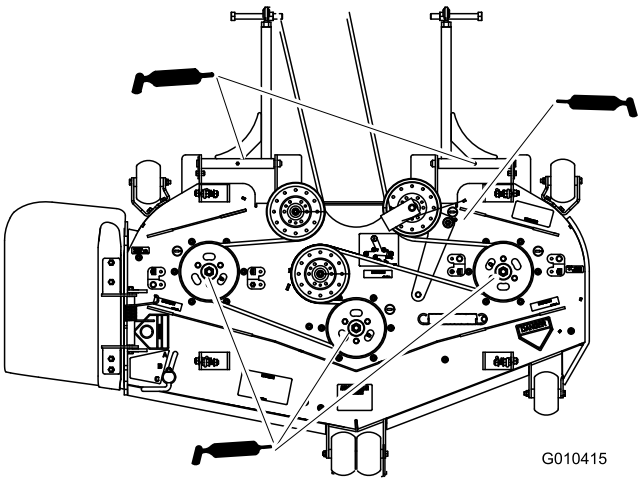

**Figuur 40**
6. Smeer de drie aslagers totdat er vet bij de onderste afdichtingen naar buiten komt (Figuur 40).
7. Pomp vet in de arm van de spanpoelie op het maaidek (Figuur 40).
8. Pomp vet in de smeernippels op de duwarmen (Figuur 40).